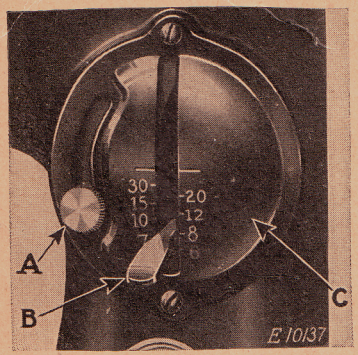

Fig. 14. Showing Lever for Reversing Direction of Feed and Regulating Length of Stitch
To feed the goods **from you,** push down the stitch regulator lever (B, Fig. 14) as far as it will go.
The machine can be adjusted to make from 6 to 30 stitches to the inch as indicated by the numerals on the stitch indicator plate (C, Fig. 14).
The number of stitches to the inch that the machine is set to make is indicated by the number which is in line with the upper side of the stitch regulating lever (B, Fig. 14).
To change the length of stitch, loosen the thumb screw (A, Fig. 14) and move it to the bottom of the slot. Then move the stitch regulating lever (B) until its upper side is in line with the number of the desired length of stitch. Now move the thumb screw (A) until the stitch regulating plate touches the lever (B), then tighten the thumb screw (A).